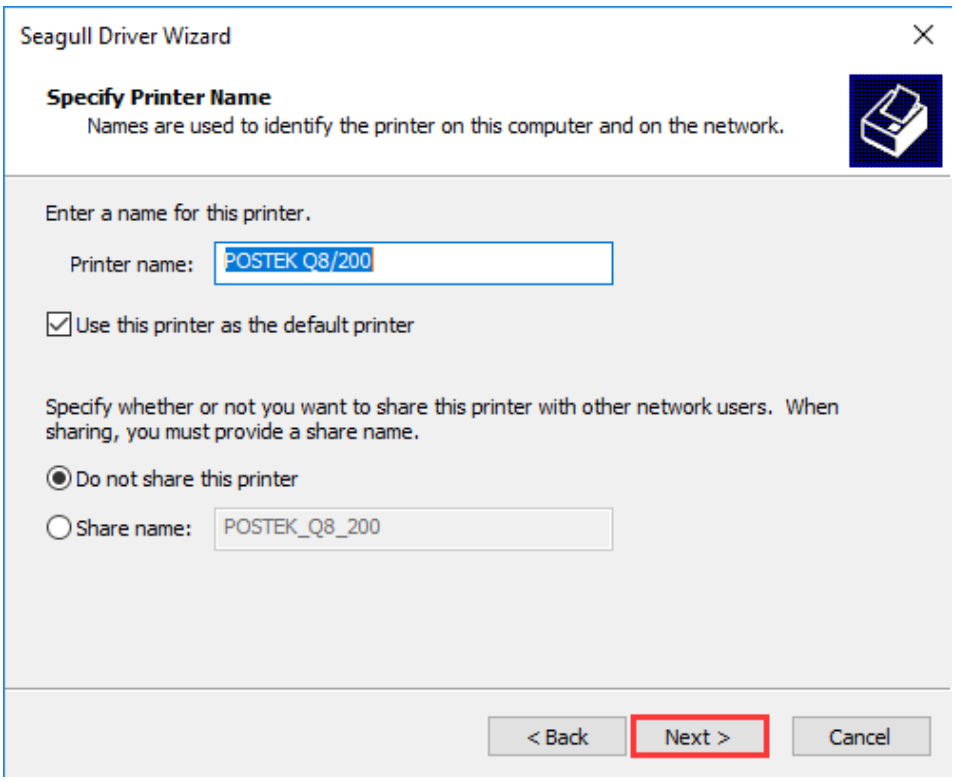

Figure 2-35 Specify Printer Name
10. On the "Specify Printer Name" screen, enter a name for the printer, as shown in Figure 2-35. Click "Next" to complete the driver installation.